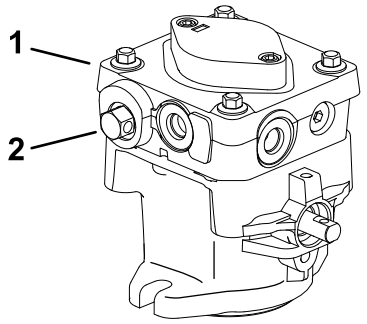

Figura 14
2. Abra as válvulas de derivação rodando-as no sentido contrário ao dos ponteiros do relógio 1 a 2. Isto permite que o fluido hidráulico passe pelas bombas e as rodas virem (Figura 14).